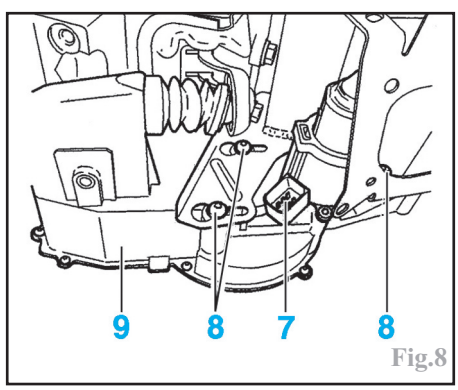

Fig.8
Débrancher le connecteur (7) de l'actionneur (9) (Fig.8).